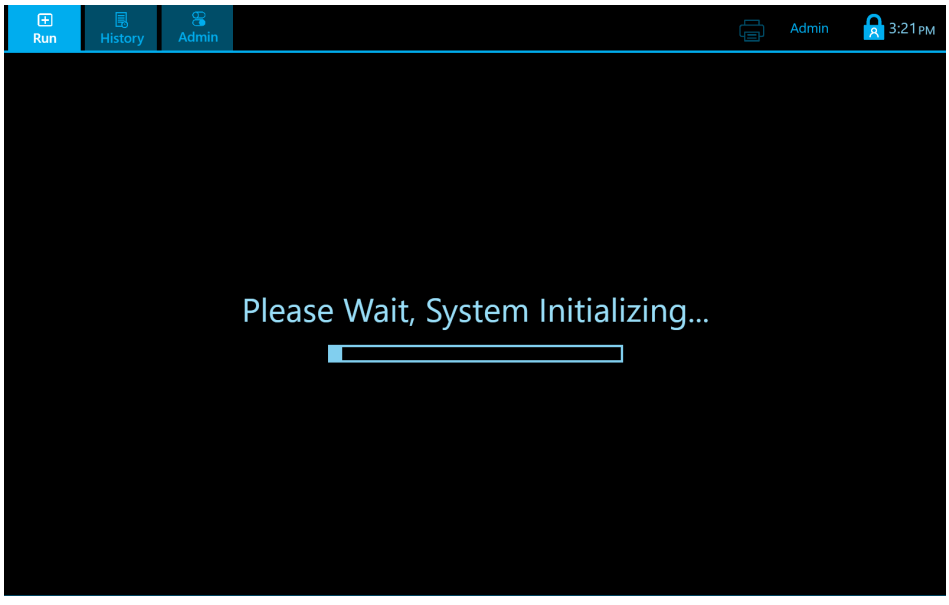

Figure 10. System Initializing Screen
2. The device will display “Please Wait, System Initializing…” while the sample heating element is warming (Figure 10). The initial start-up of the instrument may take up to 15 minutes. There is negligible wait time when the system is already warm.